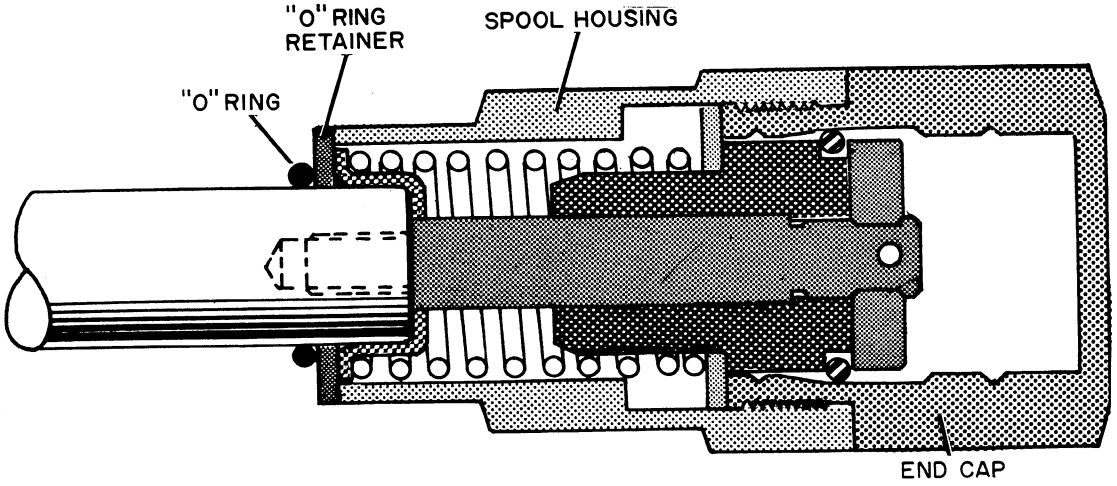

Figure D-36
2. Now install the spool housing ,"O" ring retainer and "O" ring down over the eye end of the lift spool. Care must be taken to prevent cutting the "O" ring during installation. Now insert the spool assembly into the valve body. Tighten the spool housing to the valve body. Figure D-36. Then install the lift spool end cap, Figure D-36.